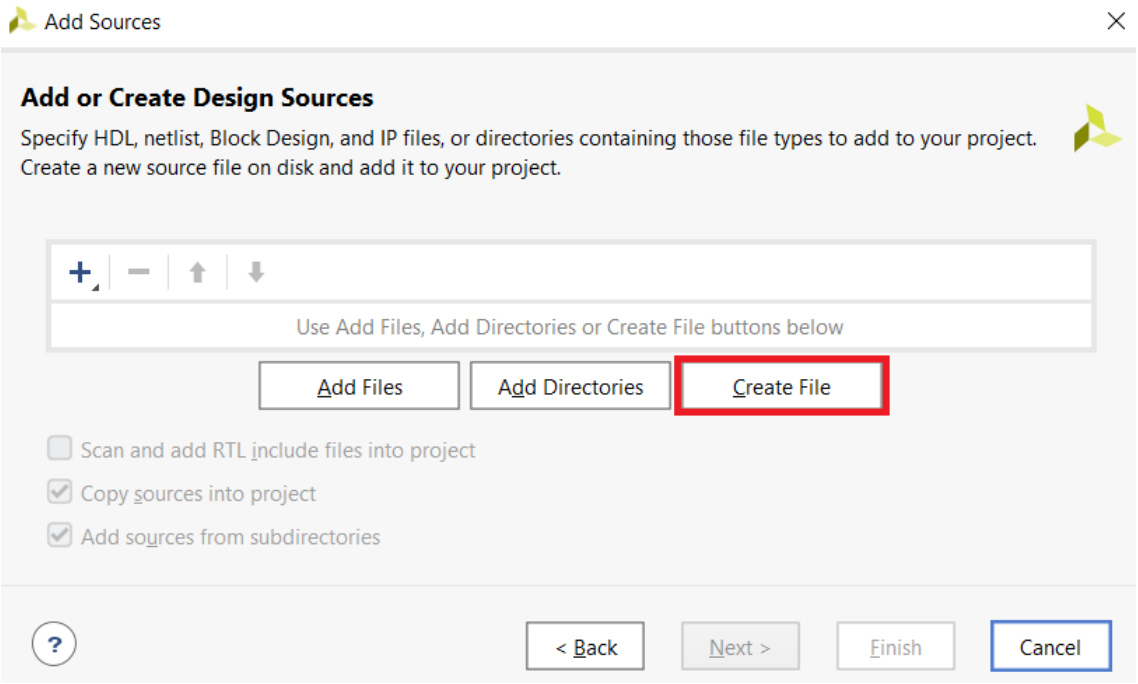

Figura 4. Captura de pantalla de *Add Source* con *Create File* resaltado con cuadro rojo
2. Seleccionar *Create File* en el paso *Add or Create Design Sources* (Figura 4).